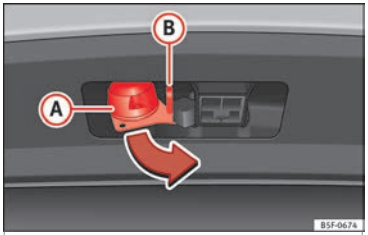

**Fig. 225** Turn the 13-pin connector.
- Grip the 13-pin connector at area (A) and remove it in the direction of the arrow ››› **Fig. 225**.
- Grip the 13-pin connector at area (A) and insert it in the opposite direction to the arrow ››› **Fig. 225**.
The safety lug (B) ››› **Fig. 225** is used to hook up the trailer's retainer cable.